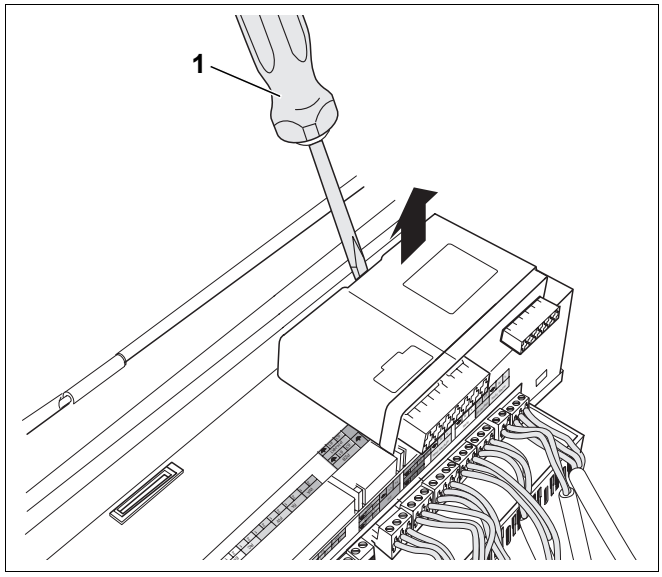

Рис. 4 Снятие функционального модуля
- Освободить модуль из крюков, используя отвертку (рис. 4, **поз. 1**).
- Поднять модуль спереди вверх, как показано стрелкой (рис. 4).